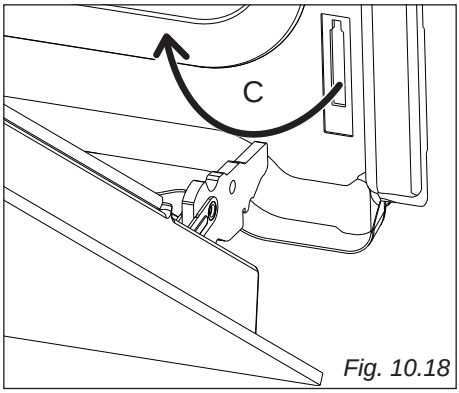

Fig. 10.18
- Withdraw the hinge hooks from their location following arrow "**C**" (fig. 10.18).